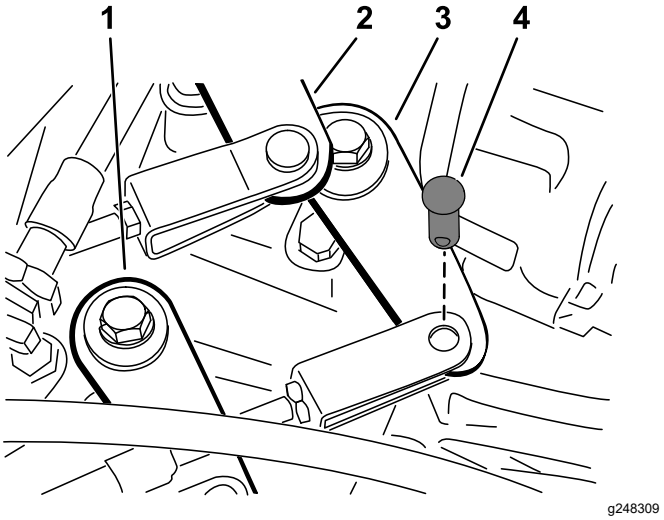

**Figura 44**
2. Retire los pasadores de horquilla que fijan los cables del cambio de marchas a los brazos de cambio del transeje (Figura 44).
1. Retire el pasador de horquilla que sujeta el cable de la palanca de cambio de intervalo al transeje (Figura 44).